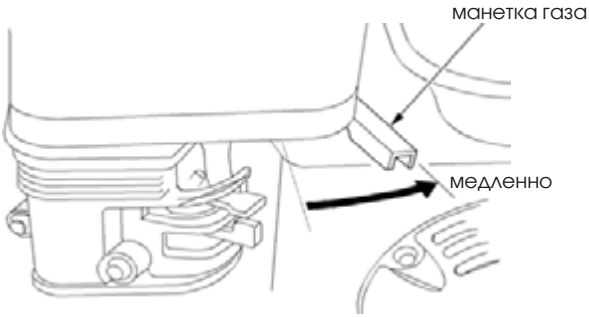

Рисунок 19
1. Установите рычаг газа в положение «МЕДЛЕННО» (рис. 19).